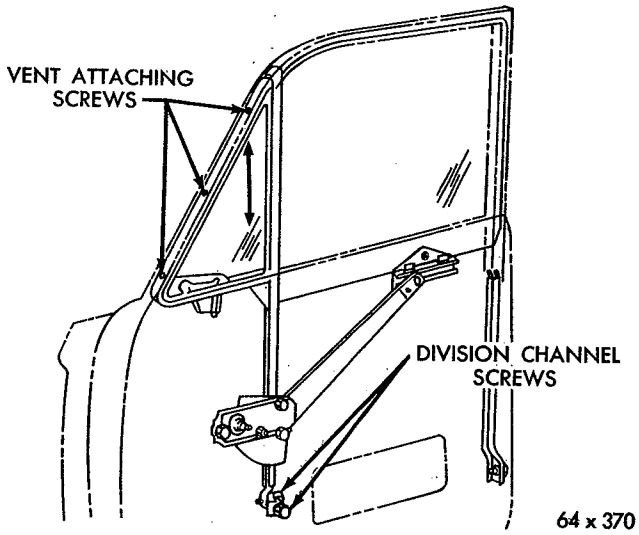

*Fig. 88—Vent Wing Attaching Points*
(1) Remove lock nut and washer from lower vent frame stud (Fig. 88).
(2) Remove attaching screws from vent frame.
(3) With door glass in down position, disengage lower frame stud from door bracket, window regulator arms from window channel and slide window out of run channels.
(4) Disconnect the outer belt weatherstrip for a short distance to provide clearance for the vent wing division channel.
(5) Pull top of vent frame toward rear of door and slide assembly out of door.
The regulator assemblies are attached to the door inner panels by screw and washer assemblies (Fig. 88). When removing a regulator, the door glass should be fully lowered. Slide the regulator rearward to disengage it from the lift bracket and guide assembly. Lubricate the tooth area of the regulator when reinstalling.